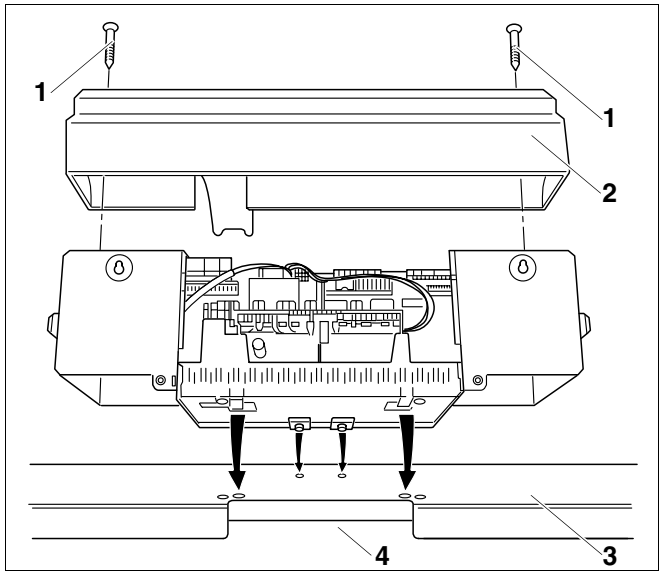

Рис. 59 Установка системы управления
- Открутить оба винта (рис. 59, **поз. 1**) крышки клеммного щитка (рис. 59, **поз. 2**).
- Снять крышку (рис. 59, **поз. 2**), подняв ее вверх.
- Слегка наклонив систему управления вперед, так установить ее, чтобы передние крюки вошли в овальные отверстия. Систему управления подвинуть вперед и отклонить назад до защелкивания обоих упругих крюков справа и слева (стрелки на рис. 59).
- Капиллярные трубки провести через кабельный проход (рис. 59, **поз. 4**) и развернуть на требуемую длину.
- Прикрутить двумя болтами систему управления сзади справа и слева в кабельном проходе (рис. 59, **поз. 4**) к передней крышке котла.